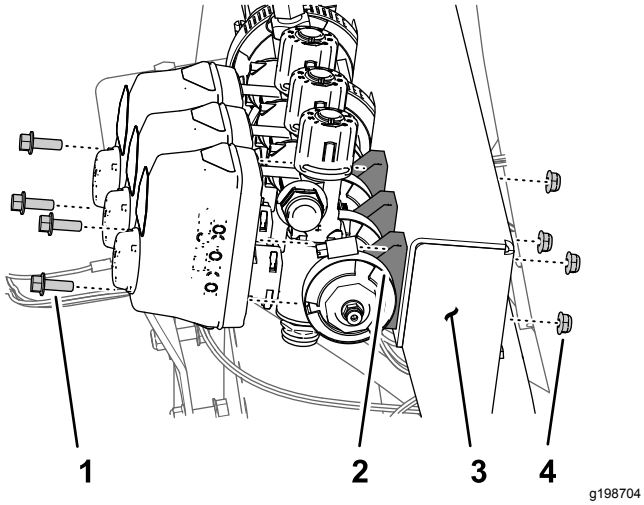

Figuur 66
1. Verwijder de 2 flenskopbouten (¼" x ¾") en 2 borgmoeren (¼") waarmee de klep van de linker spuitboom bevestigd is aan de bevestigingsbeugel van het verdeelstuk (Figuur 66).
2. Verwijder de 2 flenskopbouten (1/4 x 3/4") en 2 borgmoeren (1/4") waarmee de klep van de rechter spuitboom bevestigd is aan de bevestigingsbeugel van het verdeelstuk (Figuur 66).
3. Verwijder de flensklem (40 x 64 mm) en de pakking (25 x 35 mm) waarmee de flens van de linkerspuitboomklep bevestigd is aan de adapter (Figuur 66).